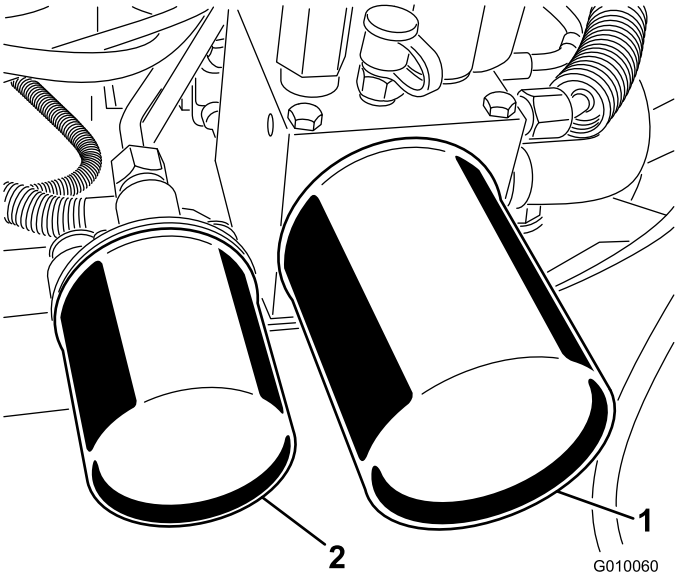

**Figur 60**
2. Plasser et tappefat under filtrene, fjern de gamle filtrene og tørk av filteradapternes pakningsflate (Figur 60).